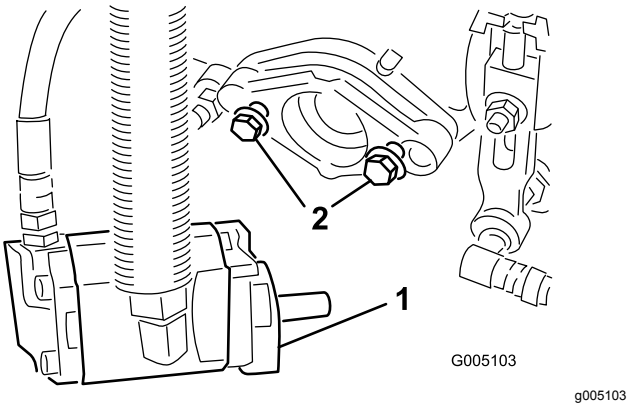

Figuur 10
6. Laat ongeveer 13 mm draad uitsteken op de montagebouten van de aandrijfmotoren (Figuur 10).
9. Draai de montagebouten vast (Figuur 10).